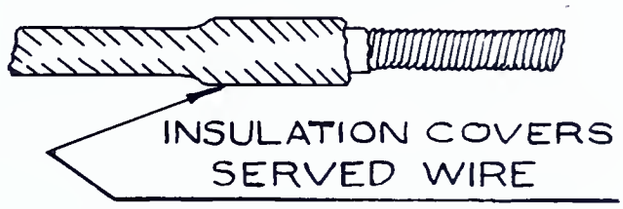

FIG. 13
4. Push insulation back to original position over served portion of wire as in Fig. 13.